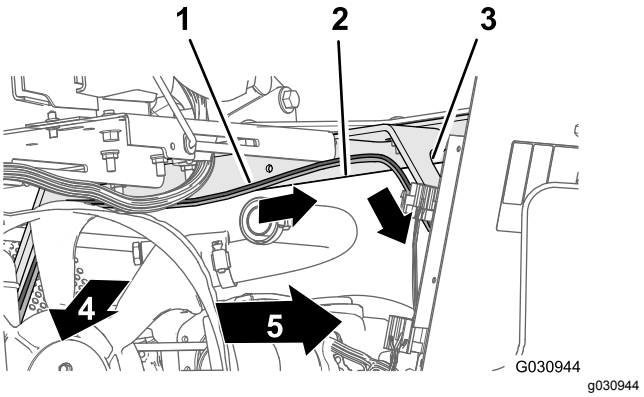

Figuur 137
2. Leid de kabelboomaftakking van 165 cm over de hoek van het stoelcompartiment en omlaag langs de linkersteun voor het motorscherm (Figuur 137).